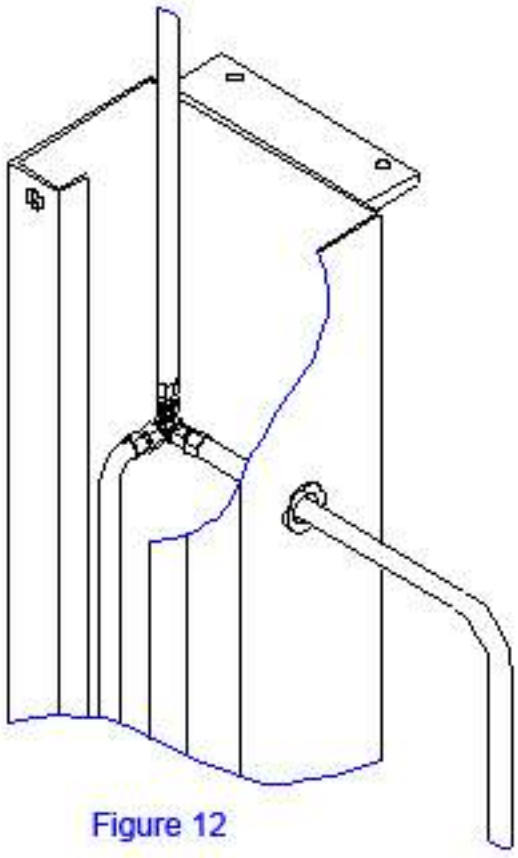

Figure 12
E. To prevent the carriages from coming in contact with the hoses, take out any slack by pulling the hoses upward. This will remove any slack between the cylinder fitting and the cylinder mount. Secure the hose to the main-side cylinder by fastening a wire-tie around the tee and cylinder. The tee should be positioned to aim directly out through the grommet (Figure 12). Secure the hose to the off-side cylinder at approximately the same height using another wire-tie.